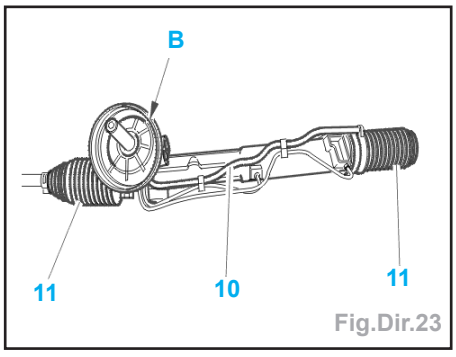

Fig.Dir.23
- Graisser (Graisse LUBRICOMET SP70) la portée (B) (Fig.Dir.23).